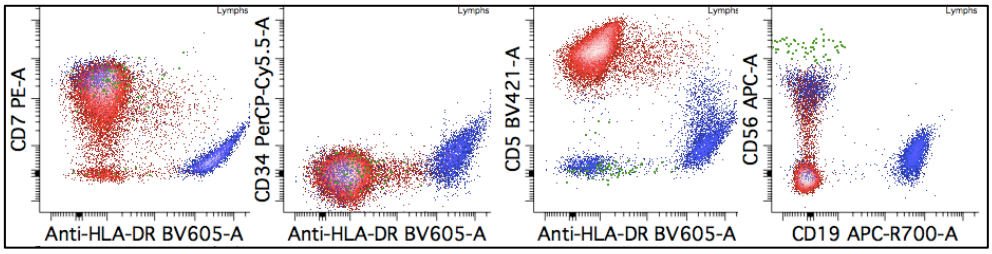

Figure 12: Cocktail – Day 7, using same Modified Reference Settings, showing multiple compensation errors.
- If two or more Brilliant Violet (BV) dyes are in the same tube, Brilliant Stain Buffer should be added to the tube before fluorochromes are added.
- Validate cocktail stability over time - The product insert for BD™ Brilliant Stain Buffer indicates that a cocktail with BV dyes is only good for 24h in a fully stained tube, therefore the LDT cocktail needs to be validated for stability over time.[4] When cocktails are stored beyond 24h, Brilliant Violet dye-dye interactions will increase, potentially affecting the compensation.[6] The laboratory needs to determine the shelf-life of each cocktail. See **Figures 10-13.** It is noted that, these dye-dye interactions may be mitigated by adjusting SOVs by editing Modified Reference Settings or by applying post-acquisition compensation as illustrated in Figure 12 and 13; however, such adjustments should be undertaken with extreme caution.